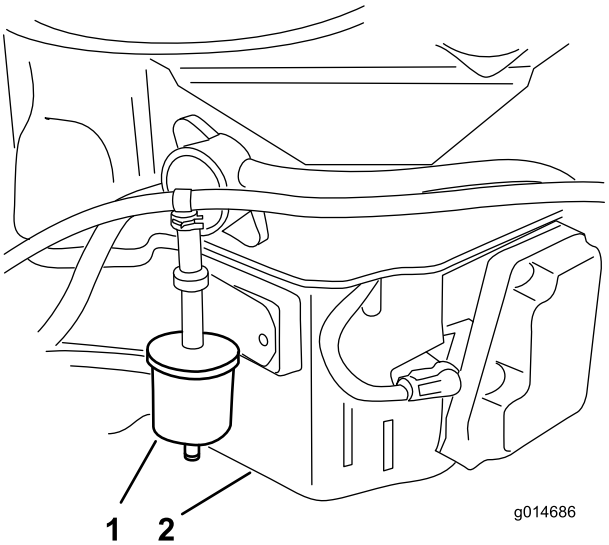

Figura 36
3. Retire el filtro del respiradero del combustible (Figura 36).